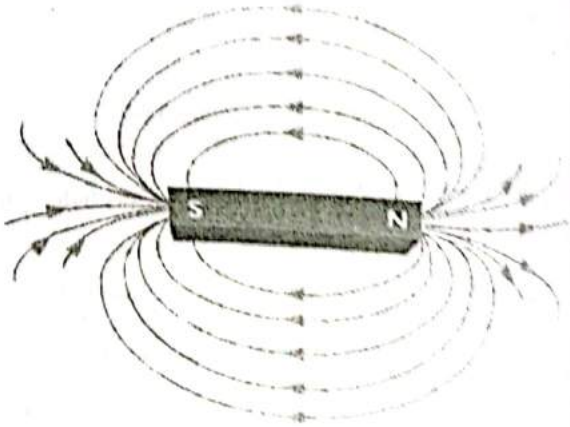

FIG. 3.1 : MAGNETIC FILED
- The magnetic fields are shown in Fig. 3.1 as lines in space.